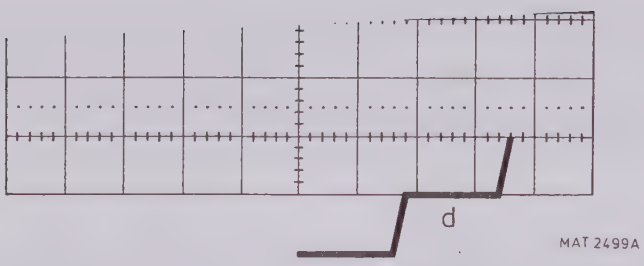

Figure 9.1 Service menu DISPLAY 5.
- Adjust the Y/5 gain R2516 on unit A1 so that the vertical distance between the two horizontal lines (a and b in figure 9.1) is 8 div (max. deviation 0,1 div).
- Adjust the horizontal gain R2566 on unit A1 so that the distance between the starting points of the small horizontal lines a and b in figure 9.1 is 10 div (max. deviation 0,1 div).